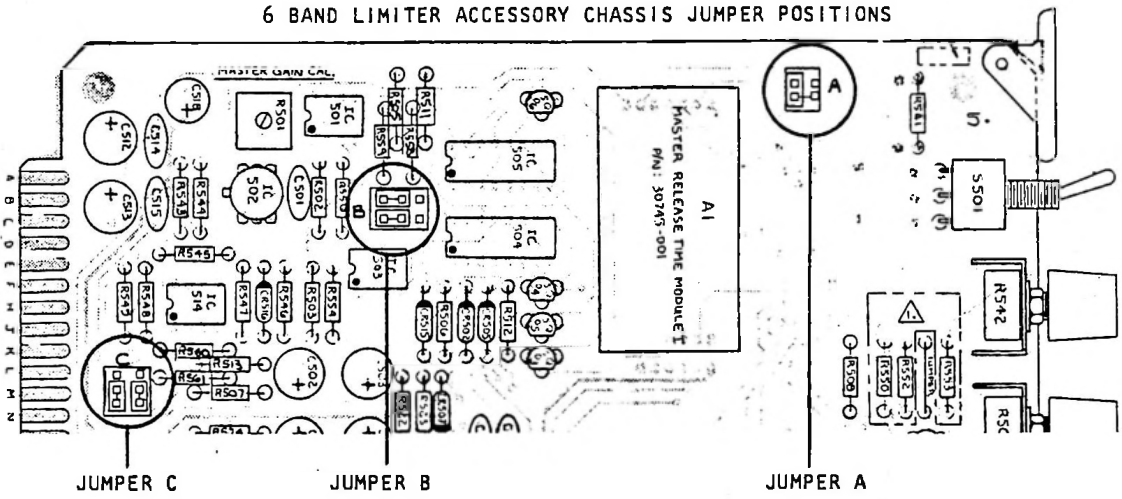

Fig. 2-1: Jumper Positions, OPTIMOD-FM Card #5
b) Remove Card #5. Move each of jumpers A, B, and C to the "6–BAND LIMITER ACCESSORY CHASSIS" position (see Fig. 2-1). Reinstall Card #5.